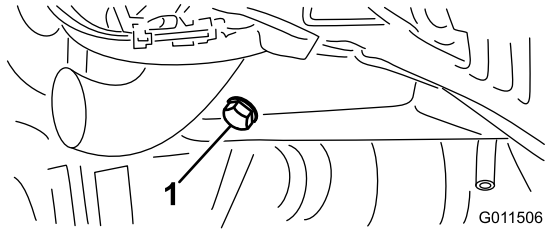

Figura 53
1. Retire o tampão de escoamento (Figura 53) e deixe o óleo escorrer para um recipiente adequado. Quando o óleo parar, volte a montar o tampão de escoamento.